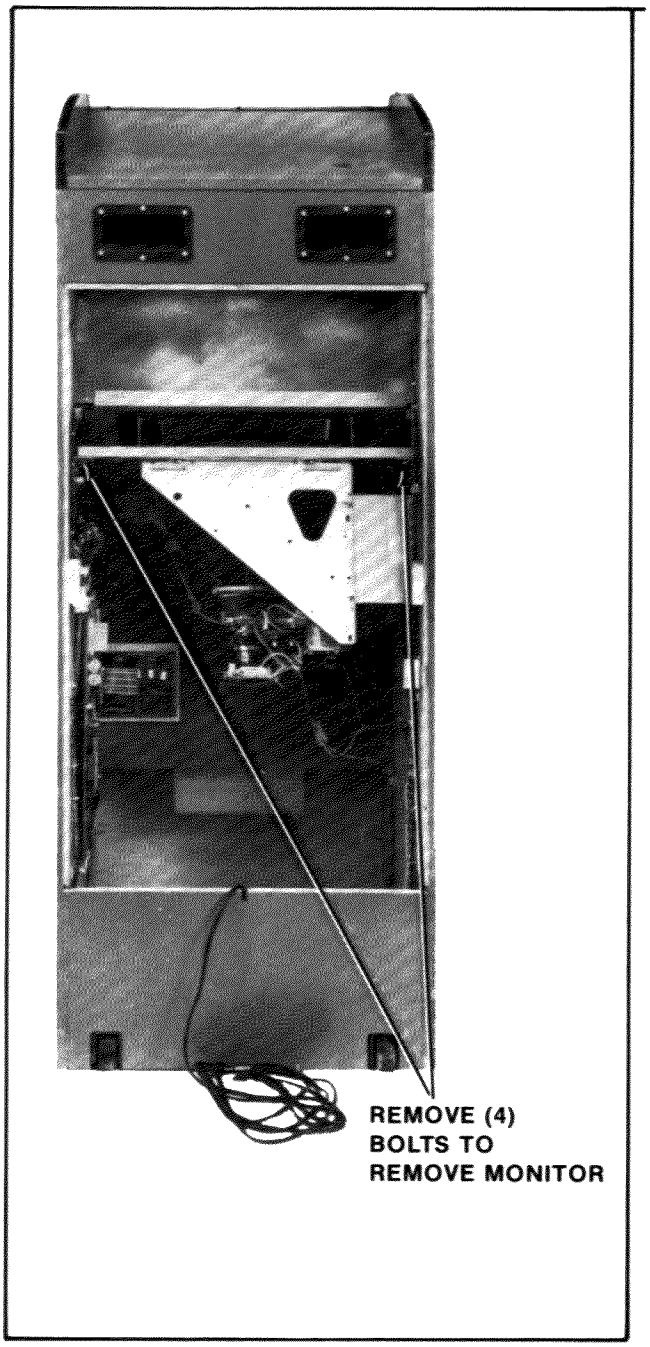

Figure 15 Removing monitor — Upright game
1. **UPRIGHT MODEL:** See Figure 15.
The monitor mounting channels slide on top of and against two metal guides mounted to the cabinet's right and left sides. The monitor is removed by sliding it out the back of the cabinet. See Figure 15.